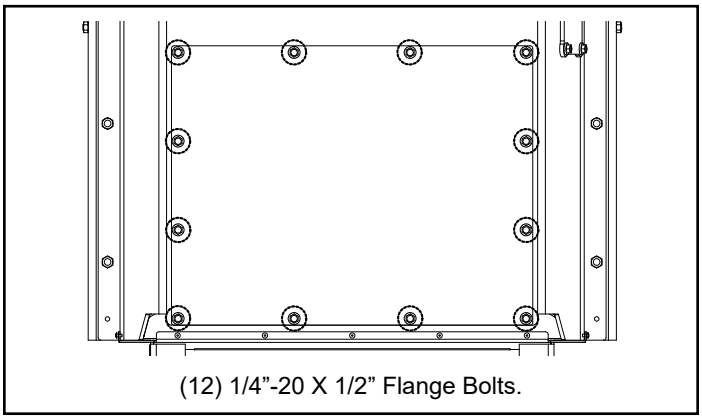

Figure 3
3. Remove (12) 1/4”-20 X 1/2” flange bolts and remove rear cover. Figure 3.